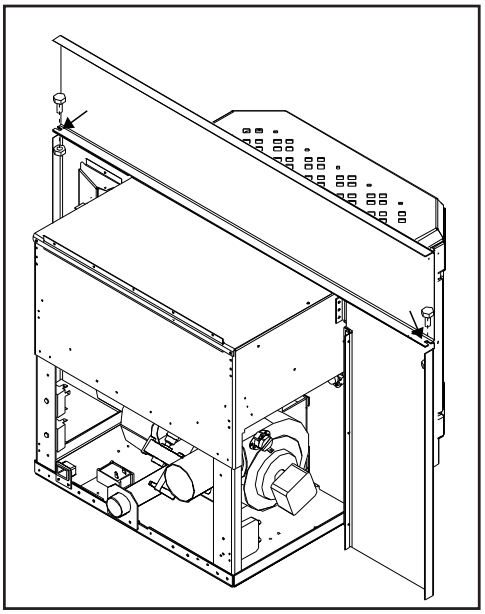

Figure 36: Assembling the Surround Panel, back view.
6. Insert each side panel anchor bolt through the top panel into the corresponding side panel holes and tighten using a $^{7}/_{16}$" wench or socket (refer to Figure 36).